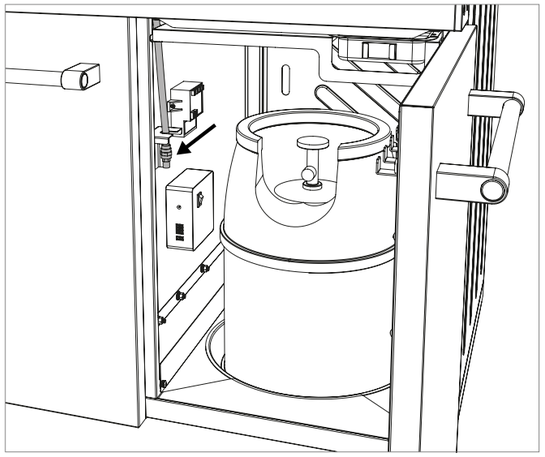

Abb. 2A
- Es dürfen nur Gasflaschen mit maximal 11 kg Füllgewicht auf die Bodenplatte gestellt werden. Positionieren Sie die Flasche auf dem dafür vorgegebenen Platz **(Abb. 2A)**.
2. Öffnen Sie die Gaszufuhr an der Flasche und bepinseln Sie alle gasführenden Teile (die Verbindung an der Gasflasche / den Gasdruckregler / den Gasschlauch / den Gaseintritt / die Verbindung am Ventil) mit einer Seifenlösung aus 50 % flüssiger Seife und 50 % Wasser. Sie können auch ein Lecksuchspray verwenden. **(siehe Abb. 2A und 2B)**